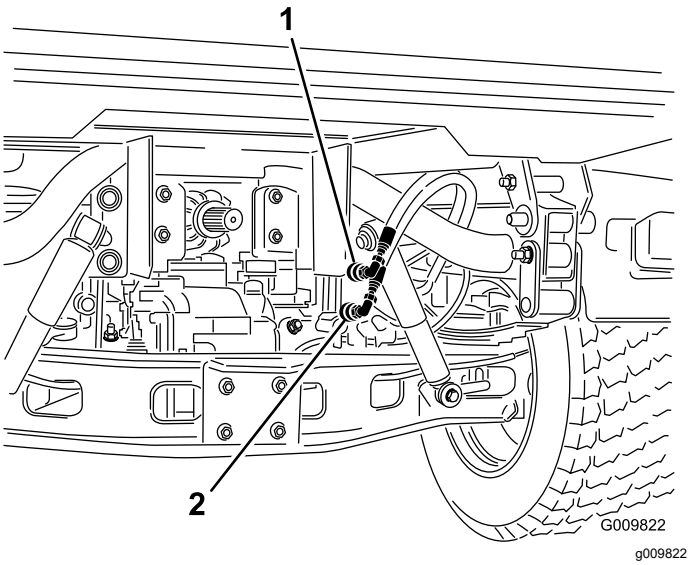

Bild 71
2. Schließen Sie an beiden Maschinen die zwei Schnellkupplungsschläuche von den Schläuchen ab, die an der Schnellkupplungshalterung befestigt sind (Bild 71).